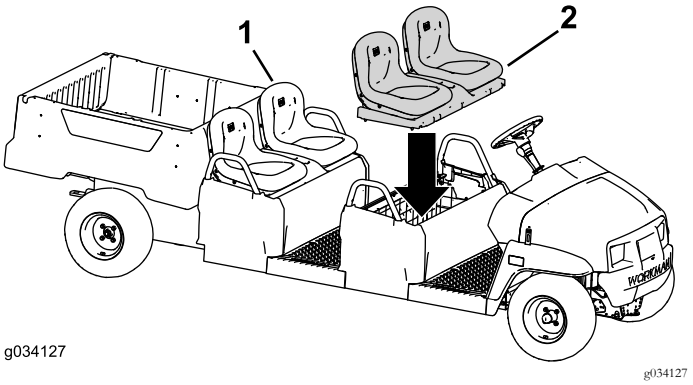

Figuur 52
2. Monteer de originele stoelen op de achterste rij (Figuur 52).
3. Monteer de stoelen op de voorste rij (Figuur 52).